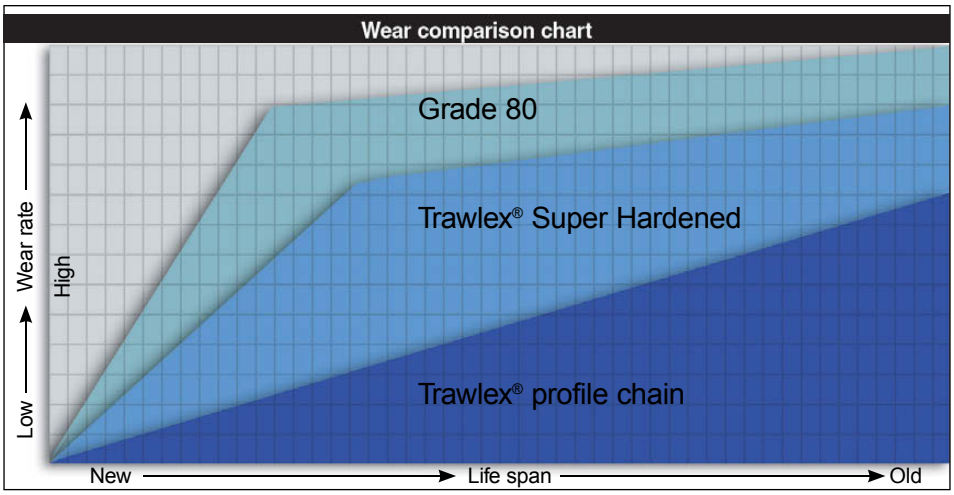

Fig 1.
- **Wear** – The revolutionary design and the use of wear resistant materials in Crosby® Trawlex Profile Chain™ have greatly reduced the effects of wear, the main cause of reduction in a chain's tensile strength, compared with traditional chain (fig1).